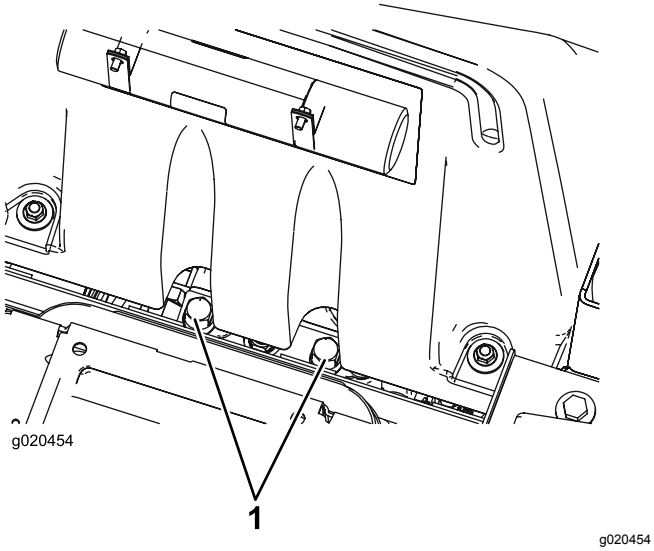

Figuur 36
1. Kantel de stoel en zoek de omloopkleppen; deze bevinden zich onder de voorzijde van de brandstoftank (Figuur 36).